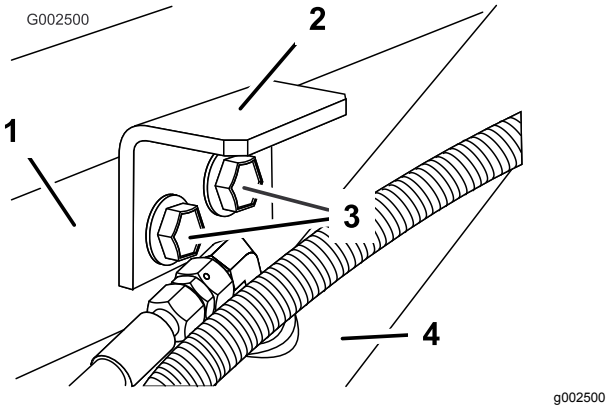

**Figur 8**
3. Monter tilholderbeslagene ved hjælp af de to bolte og flangemøtrikker, der blev fjernet tidligere (Figur 8).